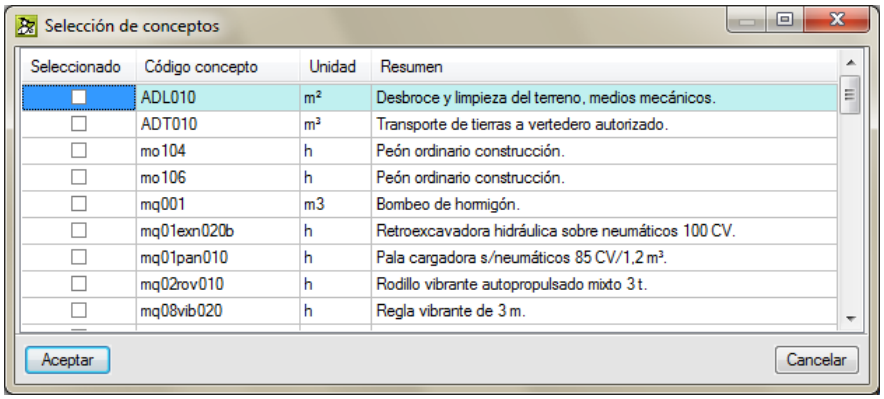

Fig. 3.109
- El botón **Selección de conceptos** permite seleccionar conceptos a incluir como suministros en el documento que se trate. Al pulsar el botón aparece la ventana Selección de conceptos, Fig. 3.109, con todos los conceptos de la base de datos susceptibles de ser utilizados como suministros. Puede marcar varios. Pero, en el caso de que en la Configuración tenga activado **Con filtro de proveedor en selección de conceptos**, al activar esta opción sólo aparecerán los suministros relacionados con el proveedor seleccionado.